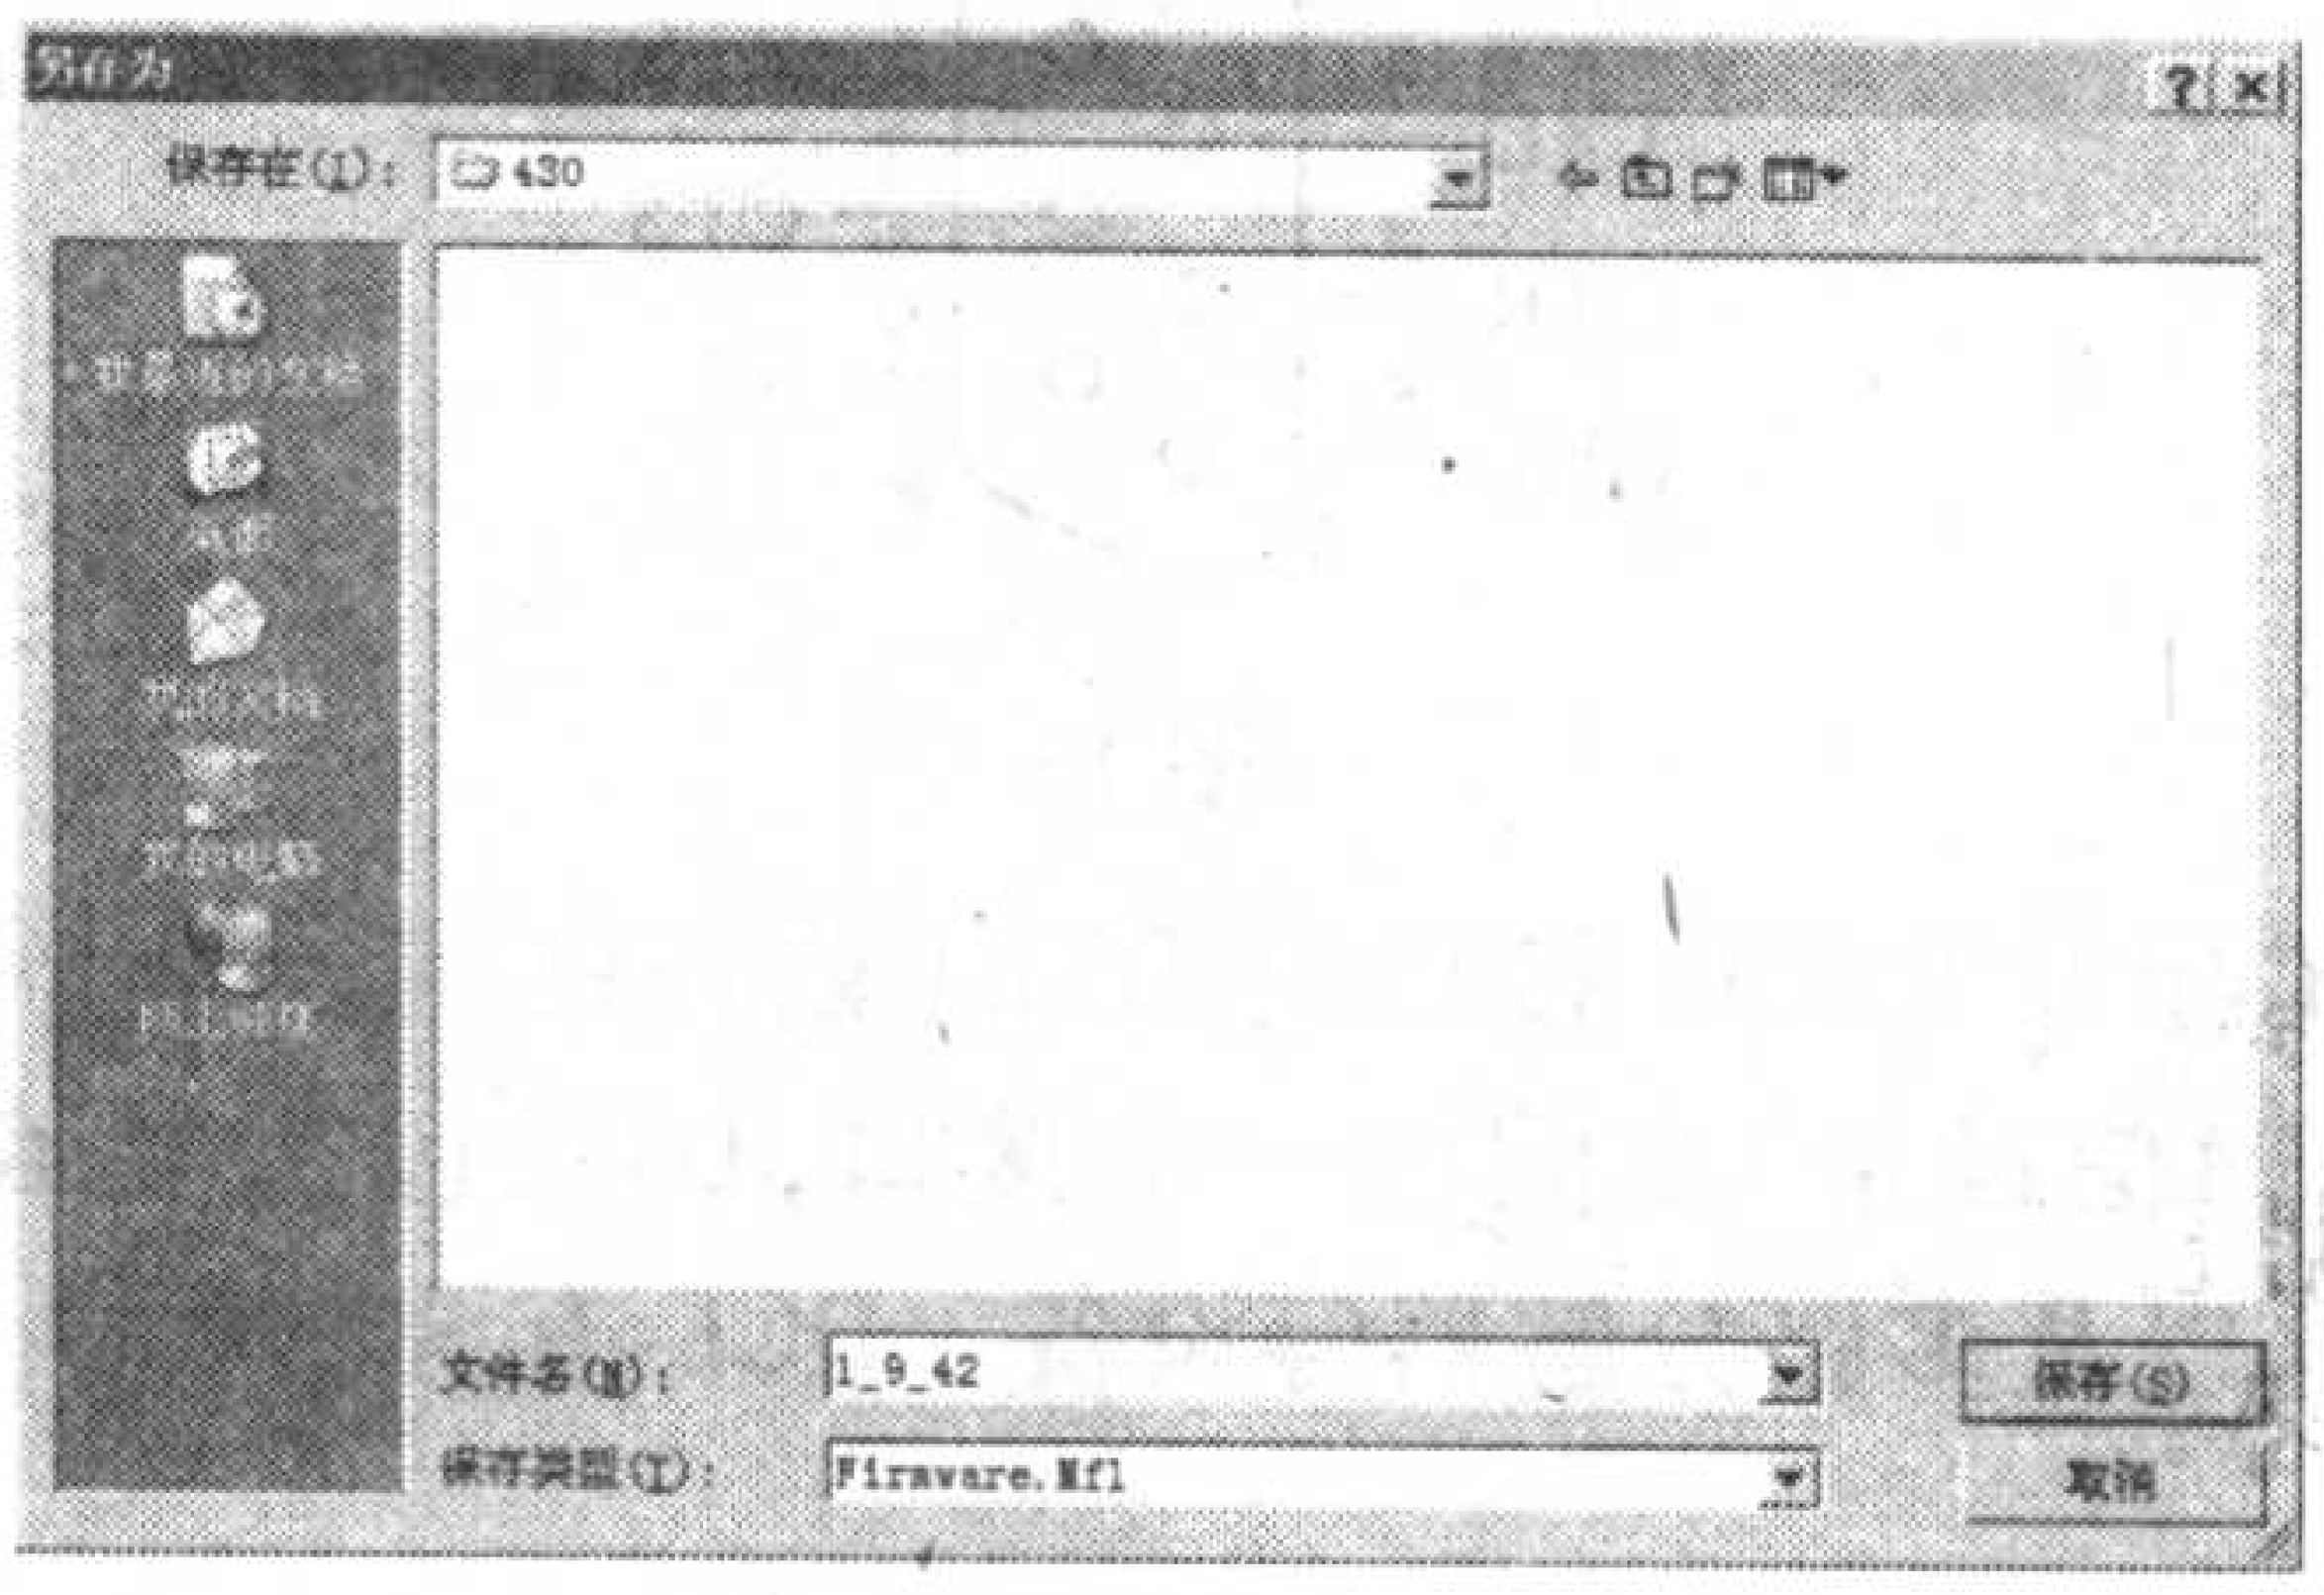

图 20
3. 当下载达到 100% 时,会提示你保存文件,文件名称以版本号自动命名,你也可以更改成便于记忆的名称,文件格式为后缀.Mfl(见图 20)。